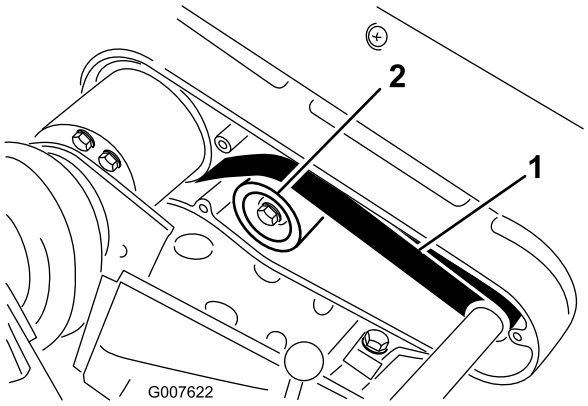

Figur 32
2. Kontrollera spänningen genom att trycka ned remmen mellan två skivor (Figur 32) med en kraft på 2,3 till 2,7 kg. Remmen ska böjas ned 6 mm.
A. Lossa fästmuttern på mellanremskivan och sväng mellanremskivan medsols mot remmens baksida tills önskad remspänning erhålls (Figur 32).